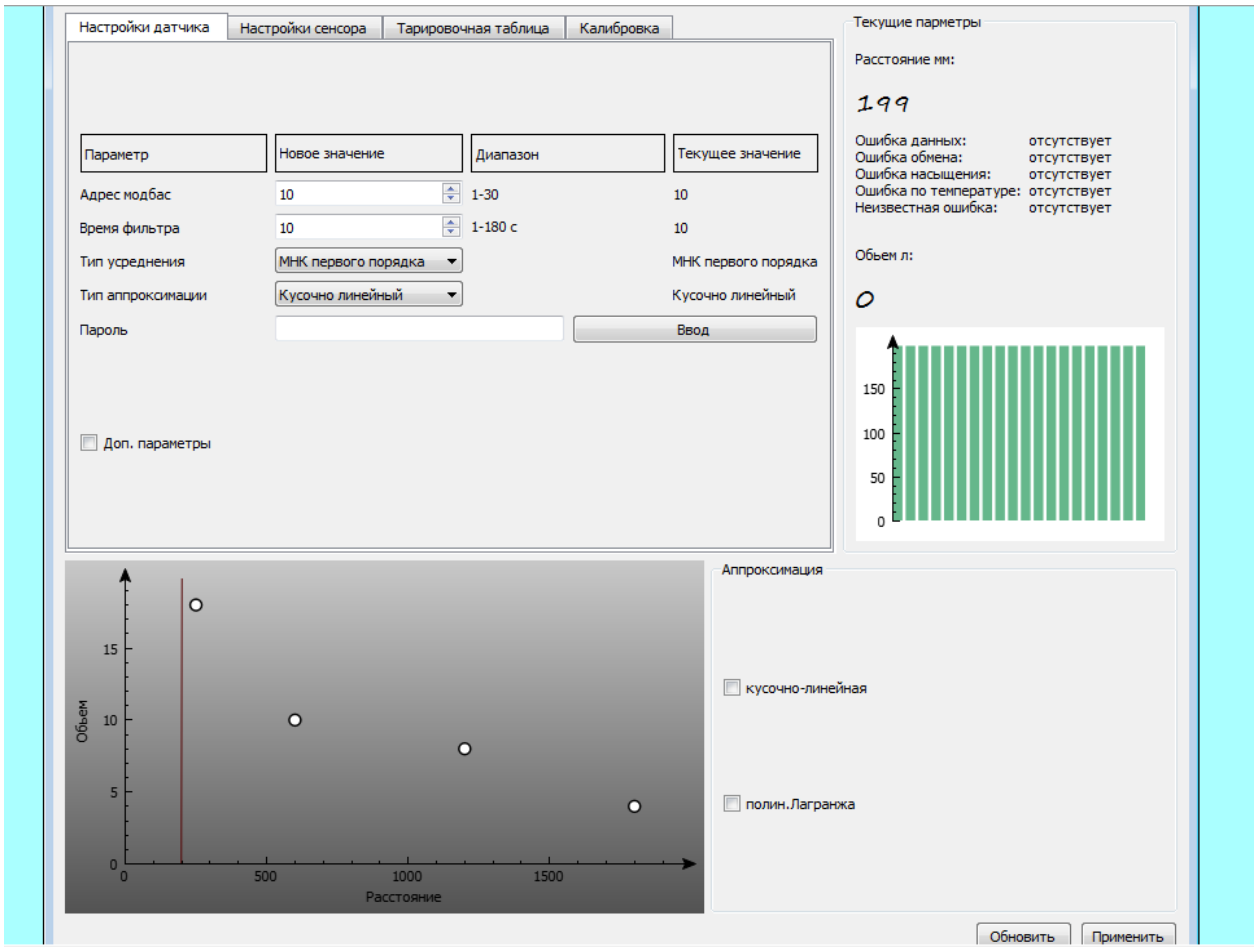

Рис. 12. Окно основных настроек
6) Нажмите кнопку «Открыть» (Рис. 12).